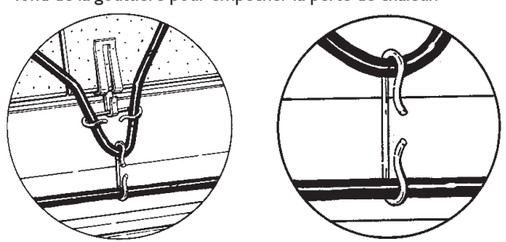

Figure 19. Fixer les pinces dans les gouttières
- Acheminer le câble dans la gouttière le long d'une section traitée de la ligne de toiture. À l'aide d'un écarteur, fixer le câble de gouttière au fond de chaque boucle d'égouttement que vous avez formée (Voir figure 19). Garder le câble tendu dans la gouttière et en retrait du fond de la gouttière pour empêcher la perte de chaleur.